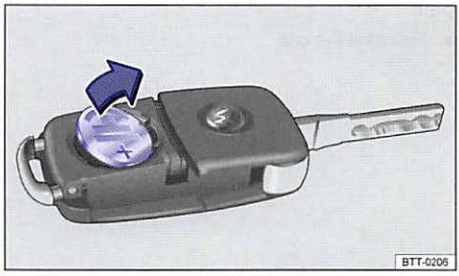

Fig. 20 Remote control vehicle key: Remove old battery.
- Use a thin object to pry the battery out of the battery compartment ⇒ fig. 20.
- Position the cover as shown ⇒ fig. 20 and press it down (opposite to direction of the arrow) until you hear it click into place.